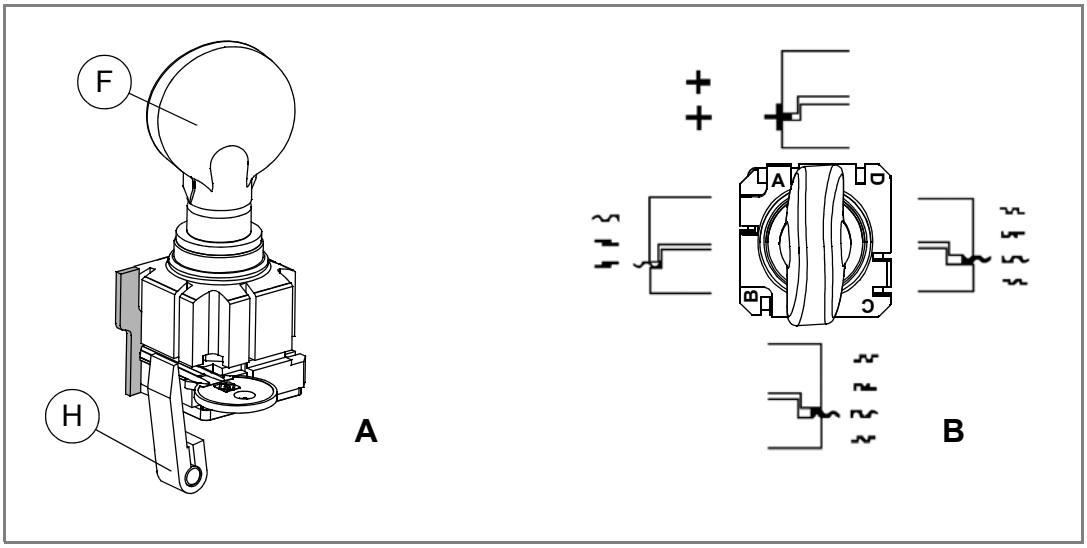

Рис. 13
1) Поворачивайте зажимы, чтобы выбрать соответствующую сторону для закрепления ключа (рис. 13-B).
2) Ослабьте рукоятки (F), повернув их на несколько оборотов (рис. 13-A).
- **Сторона зажима A:** для ключей, закрепляемых за заднюю сторону (рис. 13-B).
- **Сторона зажима B:** для ключей, закрепляемых за заднюю сторону и имеющих нарезку глубиной менее 3,9 мм (рис. 13-B).
- **Стороны зажима C и D:** для ключей, обрабатываемых с обеих сторон и закрепляемых за желобок (рис. 13-B).